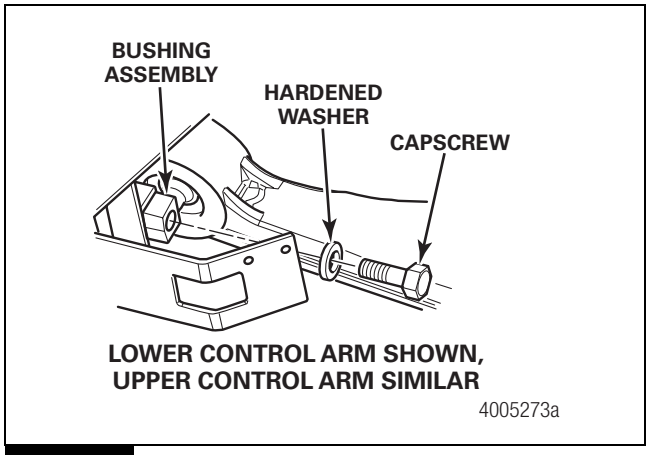

Figure 7.9
3. Position the lower control arm onto the frame. Support the lower control arm. Install the four capscrews and washers that secure the lower control arm to the frame. The capscrews will be M18 or M20 depending on the suspension. Tighten the M18 capscrews to 225-273 lb-ft (305-370 N•m). Tighten the M20 capscrews to 369-480 lb-ft (500-650 N•m). Figure 7.9.